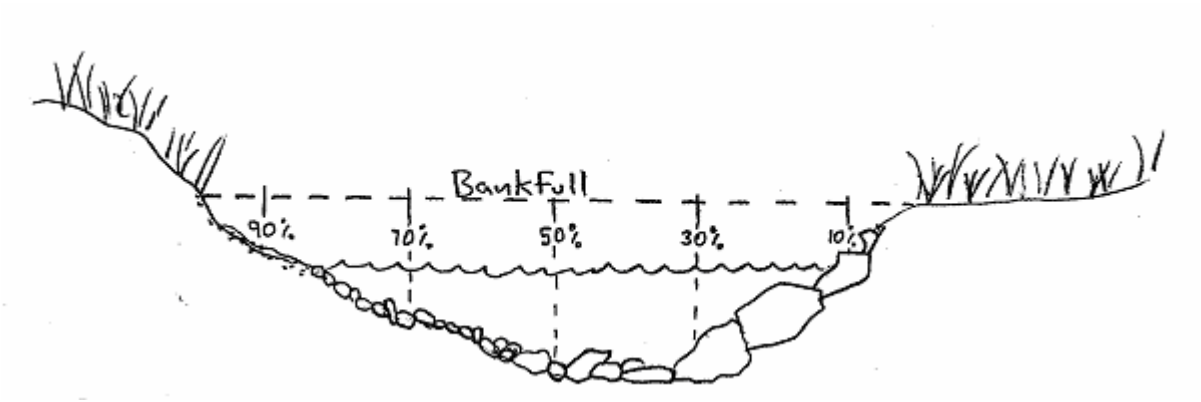

Figure 31. Location across transect for pebble count sampling.
2. Samples will be taken at 10, 30, 50, 70, and 90% of the way across the bankfull channel width, starting from river left (Figure 31).